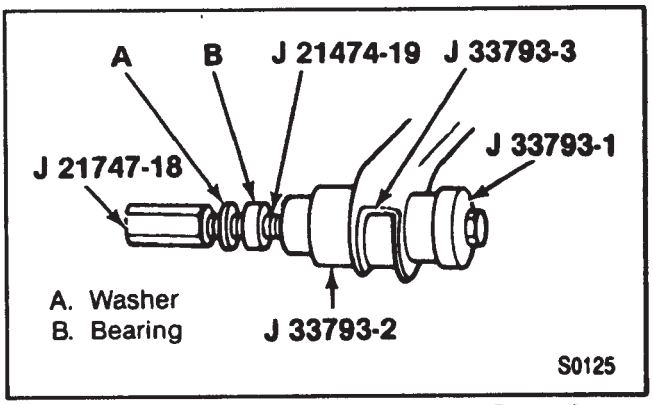

Figure 51—Removing the Upper Control Arm Bushing
8. Upper control arm (101).
9. Nut (147).
10. Bumper (149) from the upper control arm (101).
11. Bushings (146 and 153). Refer to figure 51.